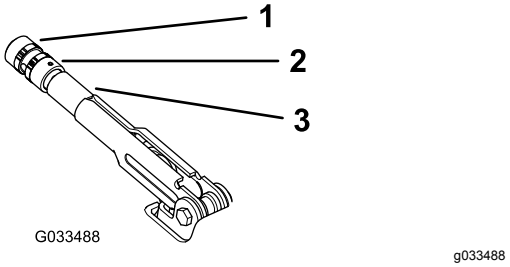

**Figur 59**
2. Løsn sætskruen, der fastgør skruen til parkeringsbremsehåndtaget (Figur 59).
3. Drej grebet (Figur 59), indtil der kræves en kraft på 20 til 22 kg for at aktivere håndtaget.
4. Tilspænd sætskruen, når du er færdig (Figur 59).